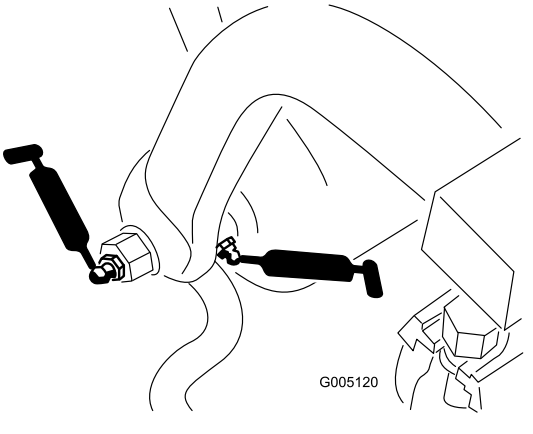

Figuur 30
- As en rol van trekframe (12) (Figuur 30)